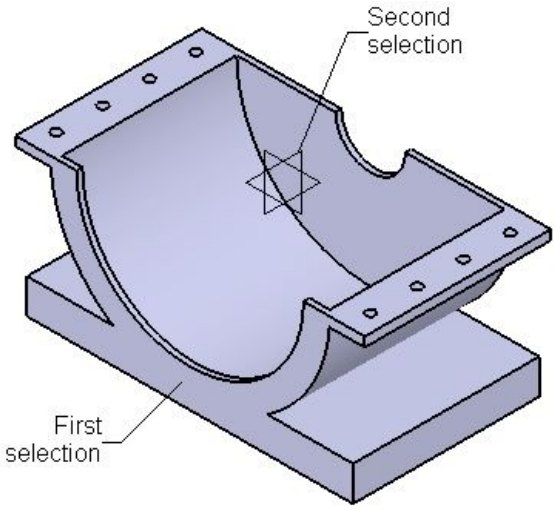

Figure 12-65 *First and second elements to be selected*
c. Insert the Lower Housing into the assembly as the base component, set its orientation, and apply the **Fix** constraint to it at its default location, refer to Figures 12-65 through 12-67.
3. Choose the **Snap** tool from the **Move** toolbar and then select the first and second elements, as shown in Figure 12-65. The orientation of the Lower Housing is changed and a flip arrow is displayed on it.